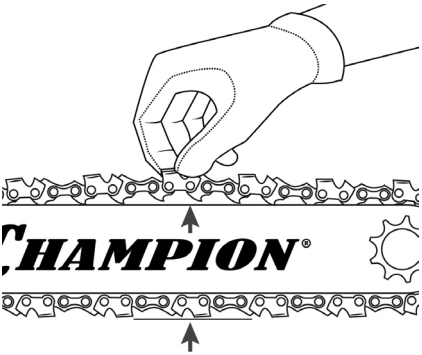

Рис. 5 Проверка натяжения цепи
6. Установите ведущие звенья пильной цепи в пазы звездочки. Вращая винт механизма натяжения цепи по часовой стрелке натяните цепь так, чтобы устранить ее провисание (Рис. 5).
Проверьте натяжение цепи, потянув пильную цепь от направляющей шины. Цепь должна плотно прилегать к нижней части шины без провисания, на середине верхней части шины цепь должна выходить из направляющего паза примерно на высоту звена (Рис. 5).